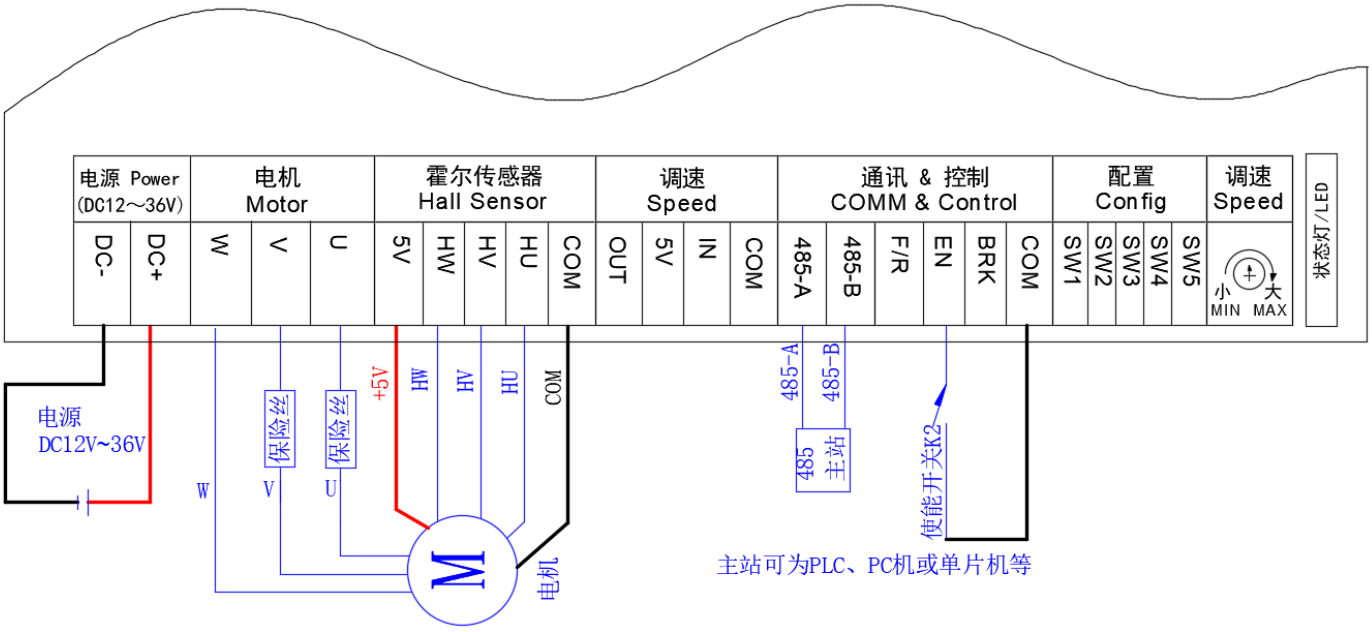

图 5.3 电机相序学习接线图
- 将电机的霍尔电源正极和负极分别接到驱动器霍尔信号接口的 5V 和 GND（正极必须接 5V，负极必须接 GND），将电机的霍尔传感器信号 HU、HV、HW 连接到驱动器霍尔信号接口的 HU、HV、HW，若不清楚电机霍尔传感器信号相序，可不分顺序接入驱动器的霍尔信号接口的 HU、HV、HW 即可。详见图 5.3。
3) **使能开关（EN）接线，**如图 5.3。
4) 相序学习可以采用拨码方式或是通讯测试方式进行，若要使用通讯测试方式进行相序学习，则需要接上 USB-485 转换器。接线，如图 5.3。